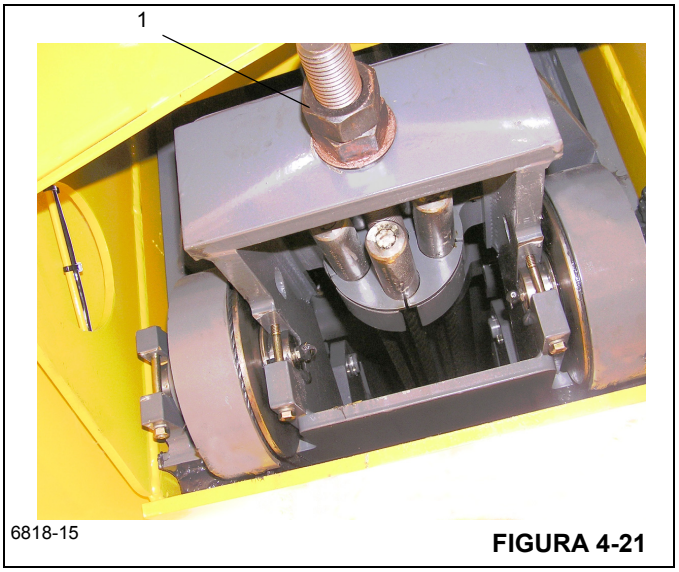

FIGURA 4-21
9. Saque la contratuerca y la tuerca de ajuste (Figura 4-21, 1) del perno de ajuste del cable de extensión. Esto libera al cable de extensión del miembro soldado de la sección central interior.